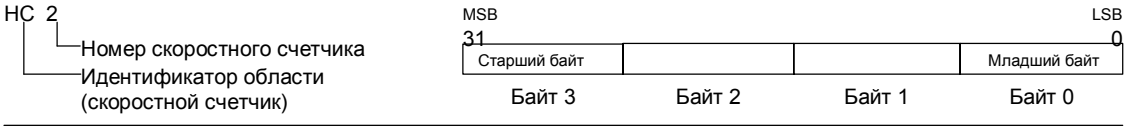

Рис. 6–27. Доступ к текущему значению скоростного счетчика
Для доступа к счетному значению скоростного счетчика указывается адрес этого счетчика с помощью типа памяти (HC) и номера счетчика (например, HC0). Текущее значение скоростного счетчика доступно только для чтения и может быть адресовано только как двойное слово (32 бита), как показано на рис. 6–27.